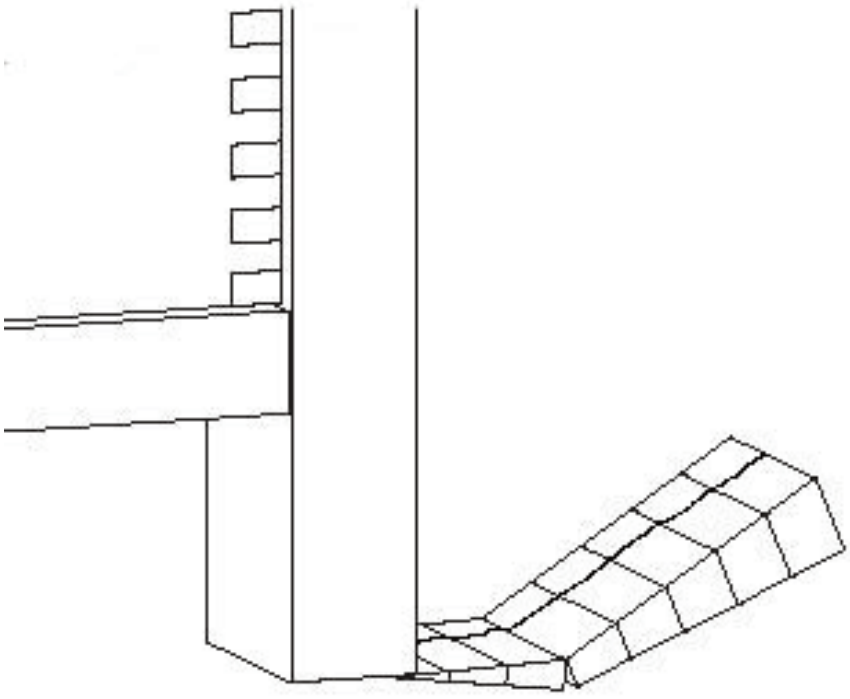

fig.4
4. If the sideboard is not level on your floor use the wedges provided, and snap them off so that they do no Protrude out from the cabinet's legs fig.4, you can also snap them lengthways if desired.